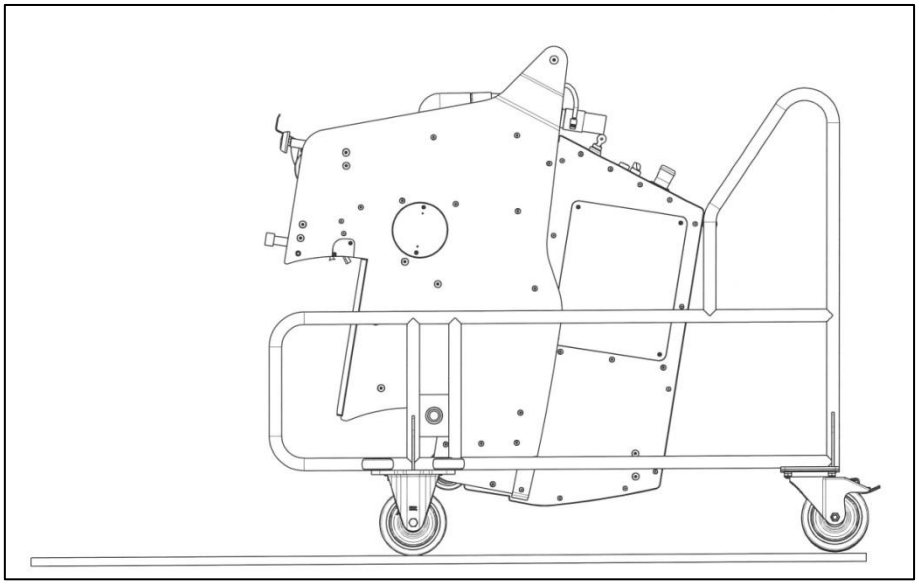

Bild 17 Maschine in Wartungsstellung
Zur Wartung wird die Maschine nach Entfernen der Steckachse (31) aus dem Transportwagen mit der Deichsel nach hinten in diesen eingefahren (siehe Bild 17: Einfahren in Wartungsstellung).
So können Wartungs- und Reinigungsarbeiten bequem und schnell durchgeführt werden (siehe Bild 17: Maschine in Wartungsstellung).